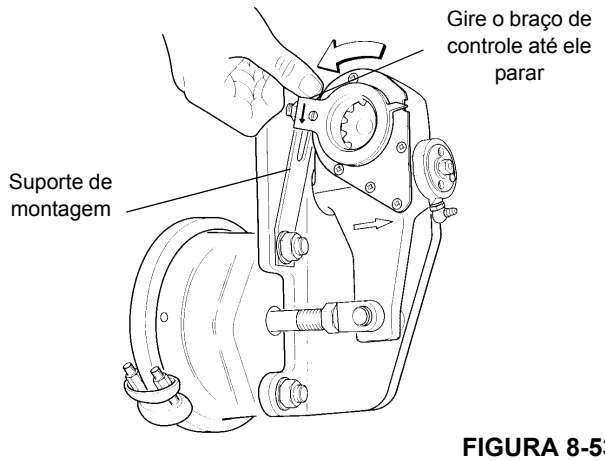

FIGURA 8-53
6. Gire o braço de controle no sentido anti-horário na direção à câmara de ar até que ele pare definitivamente na parte interna. Se necessário, bata com um martelo de plástico para colocar o braço de controle na posição correta (consulte a Figura 8-53).